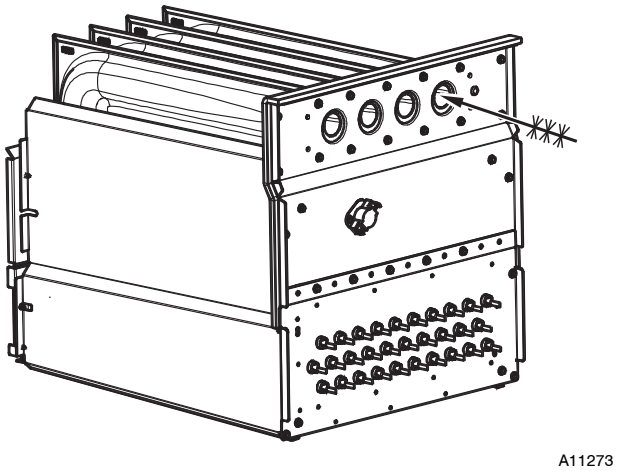
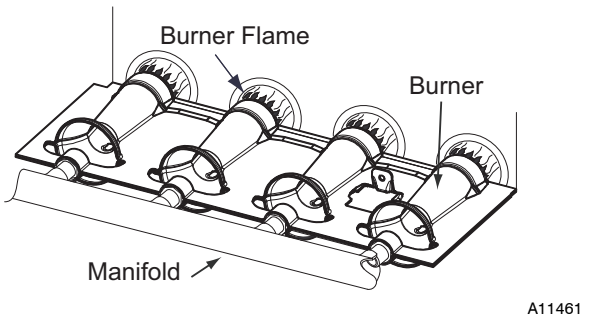

**Fig. 64 - Cleaning Heat Exchanger Cell**
**Fig. 65 - Burner Flame**
7. Clean heat exchanger openings with a vacuum and a soft brush. See Fig. 64.
8. Reverse items 6 through 1 for reassembly.
11. Check furnace operation through 2 complete heat operating cycles. Look at burners. Burner flames should be clear blue, almost transparent. See Fig. 65.